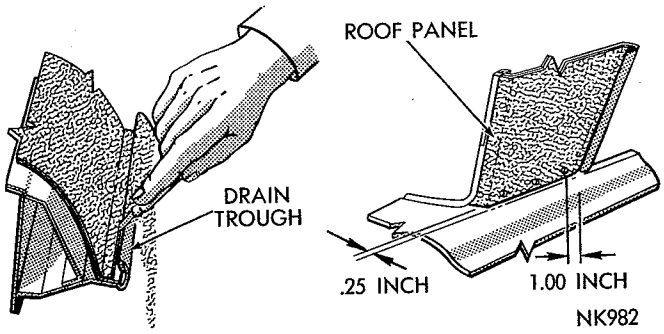

*Fig. 7—Trimming Cover at Drain Trough (2 Door)*
(19) Trim cover along drain trough using the inboard face of drain trough as a guide (Fig. 7).